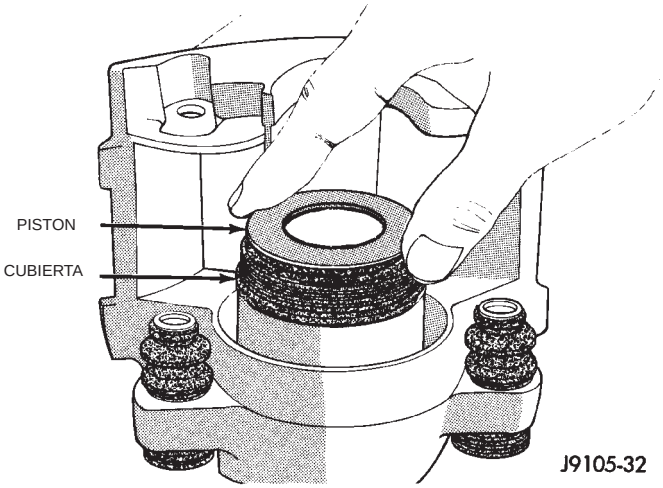

Fig. 53 Instalación del pistón del calibrador
(6) Presione manualmente el pistón del calibrador en el interior del hueco, haciendo un movimiento de empuje y giro para desplazar el pistón hacia el sello (Fig. 53).